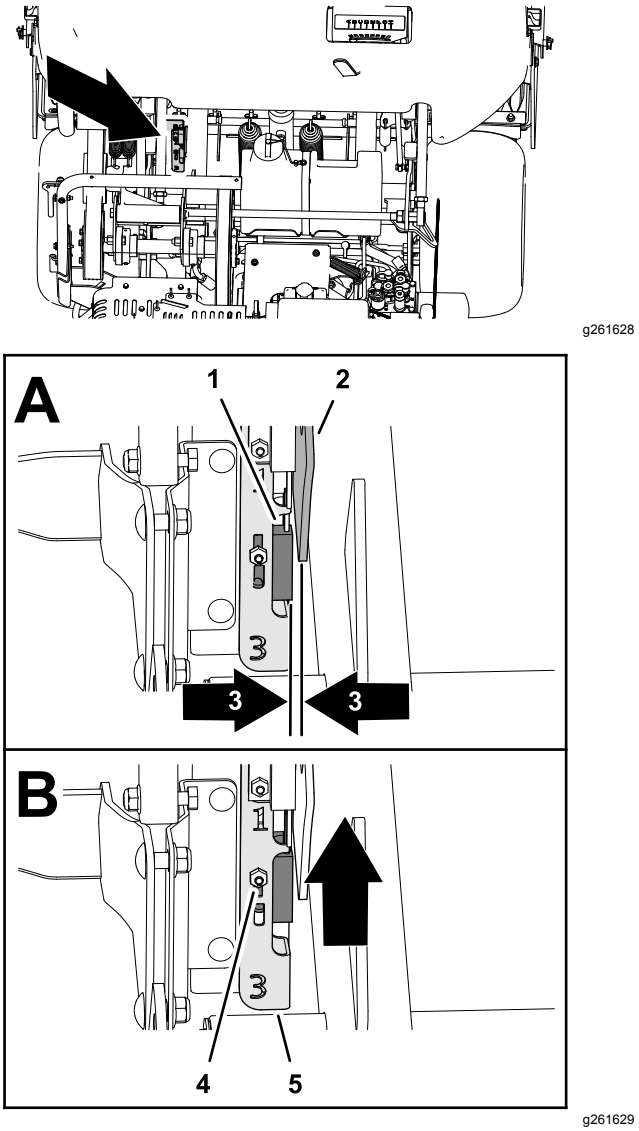

Figur 34
2. Bekreft at nærbryterenheten (utvendig på H-rammen) ikke er mer enn 1,5 mm fra målplaten (Figur 34).
4. Hvis det er nødvendig, løsne låsemutteren og låsebolten som monterer bryterfesteplaten, og løft den til dens høyeste posisjon og monter festeplaten på nytt (Figur 34).
5. Stram låsemutteren (Figur 34).